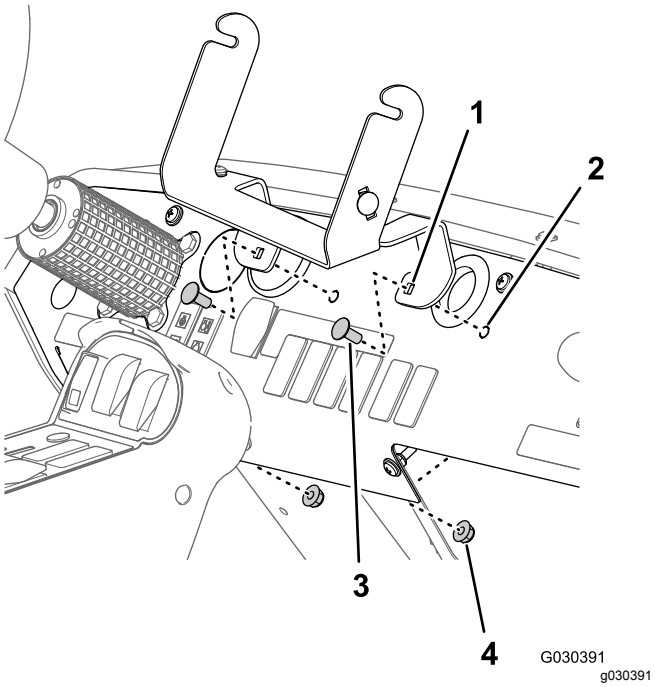

Figur 7
6. Ta bort de två vagnsskruvarna (5/16 x ¾ tum) och de två flänslåsmuttrarna (5/16 tum) som håller fast stödfästet på instrumentbrädan och ta bort stödfästet från maskinen (Figur 7).